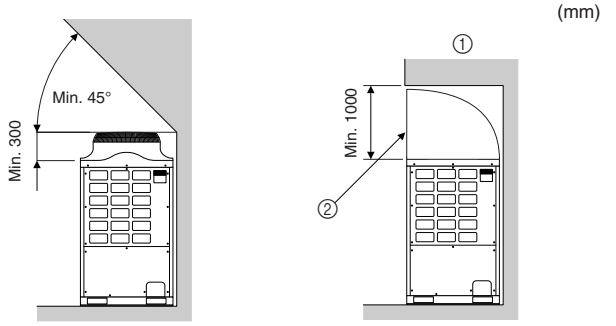

Fig. 2-4 Fig. 2-5
(2) Obstacles en hauteur (Fig. 2-4)